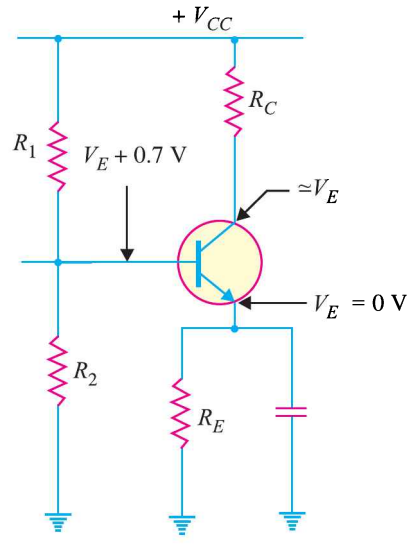

Fig. 9.53
10. What fault is indicated in Fig. 9.53 ? Give reasons for your answer. **[R_C is open]**